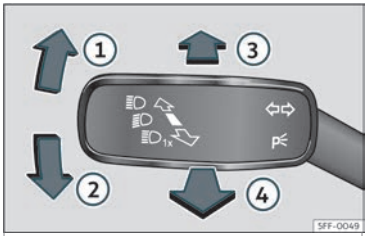

Abb. 86 Blinker- und Fernlichthebel (ausstattungsabhängig).
• Drücken Sie den Blinker- und Fernlichthebel aus der Ausgangsstellung nach vorne ››› **Abb. 86** ③. Wenn die Kontrollleuchte
- **ODER:** Ziehen Sie bei eingeschaltetem Fernlicht den Blinker- und Fernlichthebel nach hinten›››**Abb. 86** (4).